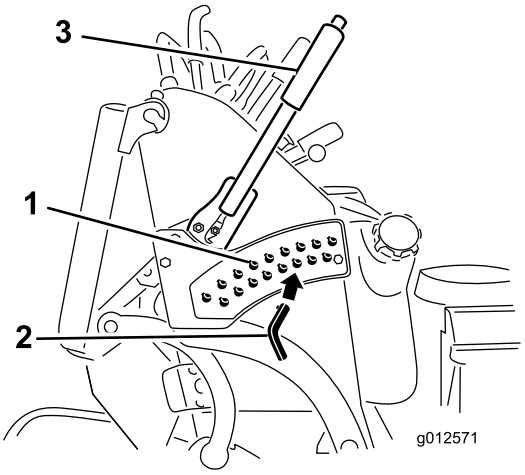

Figura 28
3. Nella staffa dell'altezza di taglio scegliete un foro corrispondente all'altezza richiesta, ed inserite il perno (Figura 28).
4. Premete il pulsante all'estremità della leva e abbassate la leva dell'altezza di taglio al livello del perno (Figura 28).